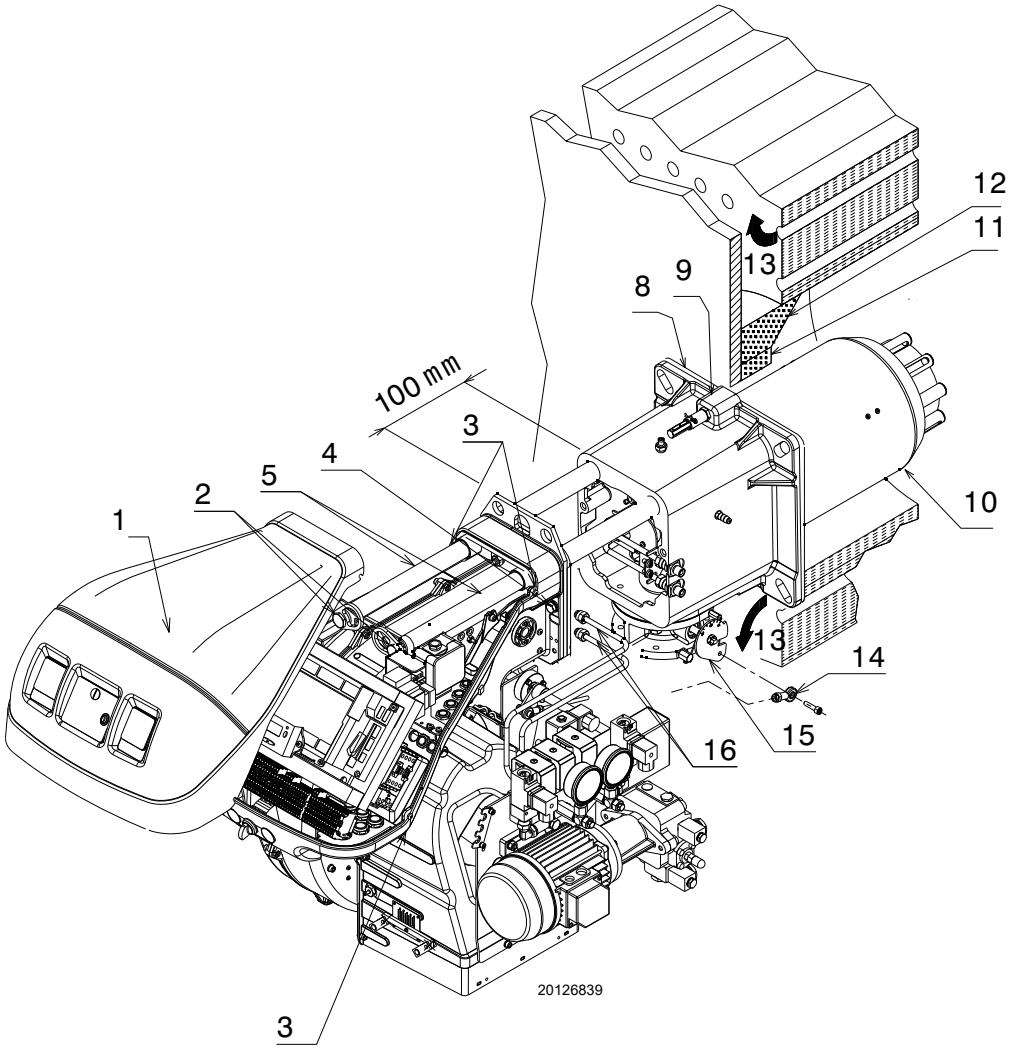

**Abb. 16**
Für Heizkessel mit vorderem Abgasumlauf 13)(Abb. 16) oder mit Flammenumkehrkammer muss eine Schutzschicht aus feuerfestem Material 11) zwischen feuerfestem Material des Kessels 12) und Brennerrohr 10) ausgeführt werden.
Dann den Flammkopf vom übrigen Teil des Brenners trennen (Abb. 16). Dazu ist wie folgt vorzugehen:
- ➤ montieren Sie den Brenner etwa 100 mm von der Muffe 4) wieder an den Führungen 3) - der Brenner muss sich in der in Abb. 16 gezeigten Position befinden